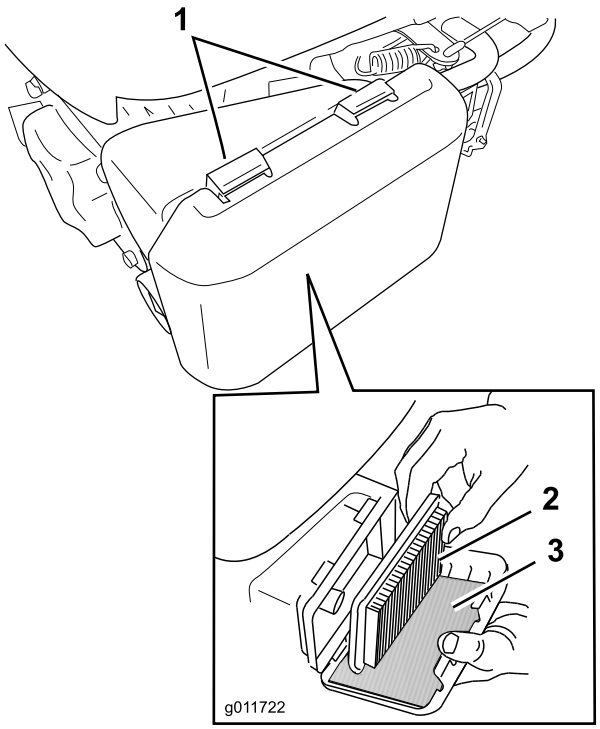

Bild 19
1. Drücken Sie die Verriegelungsnasen oben an der Liftfilterabdeckung nach unten (Bild 19).
3. Entfernen Sie den Papierfilter und den Schaumvorfilter (Bild 19).